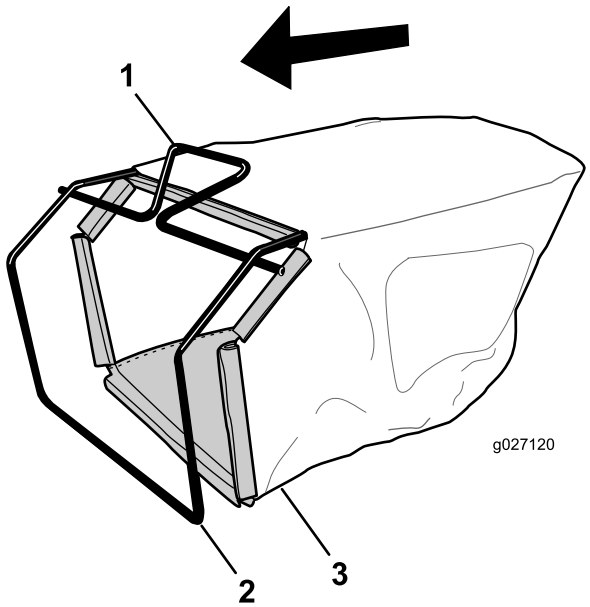

Figure 6
1. Glissez le bac sur l'armature, comme montré à la Figure 6.
Remarque: Ne passez pas le bac par dessus la poignée (Figure 6).